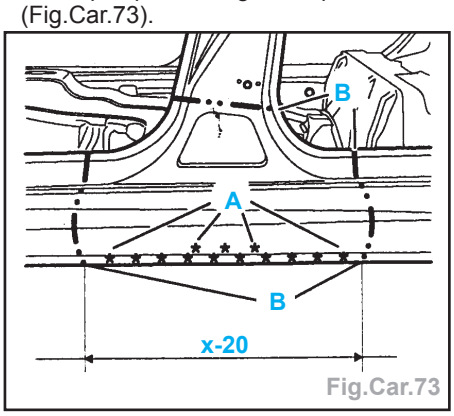

Fig.Car.73
- Découper par fraisage des points en **A** (Fig.Car.73).
- Tracer puis découper en **B** à l'aide d'une meule épaisseur 1 mm (Fig.Car.73).